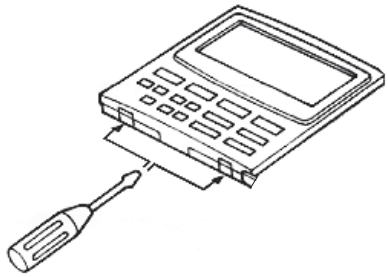

Fig. 2-309
(1) Remove the cover of the optional wired remote controller. (Fig. 2-309)